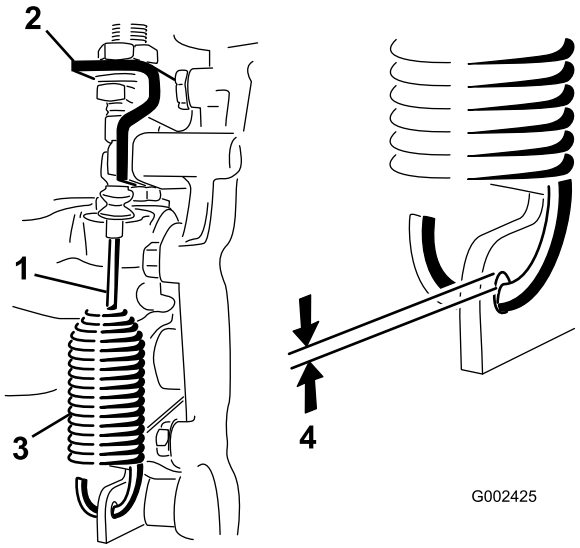

**Figur 53**
2. Lossa kontramuttrarna som håller fast differentiallåsvajern vid fästet på växellådan (Figur 53).